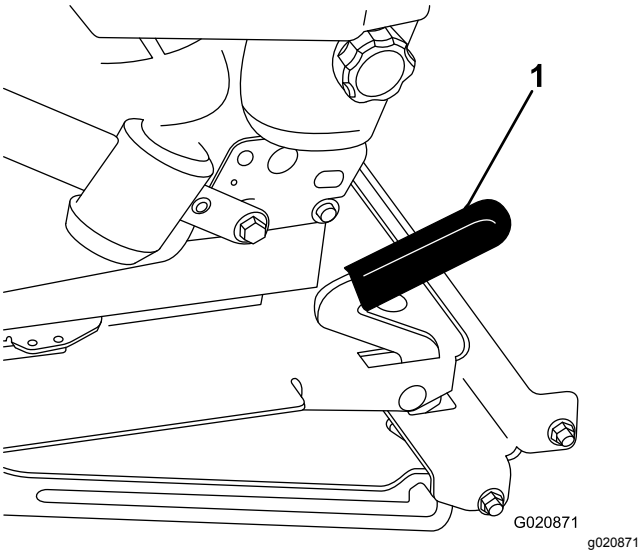

Rysunek 15
2. Pociągnij zaczep fotela do przodu i unieś, aby odblokować fotel (Rysunek 15).